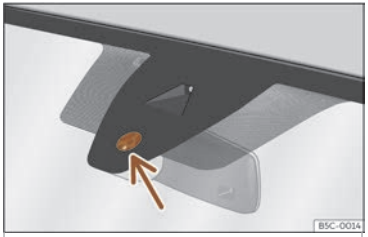

Fig. 99 Superfície sensible del sensor de pluja.
Les possibles causes d'anomalia i interpretacions errònies *a la superfície sensible* ››› **fig. 99** del sensor de pluja són, entre d'altres:
- **Netegeu regularment la superfície sensible del sensor de pluja>>> fig. 99 (fletxa) i comproveu possibles danys en les escombretes.**